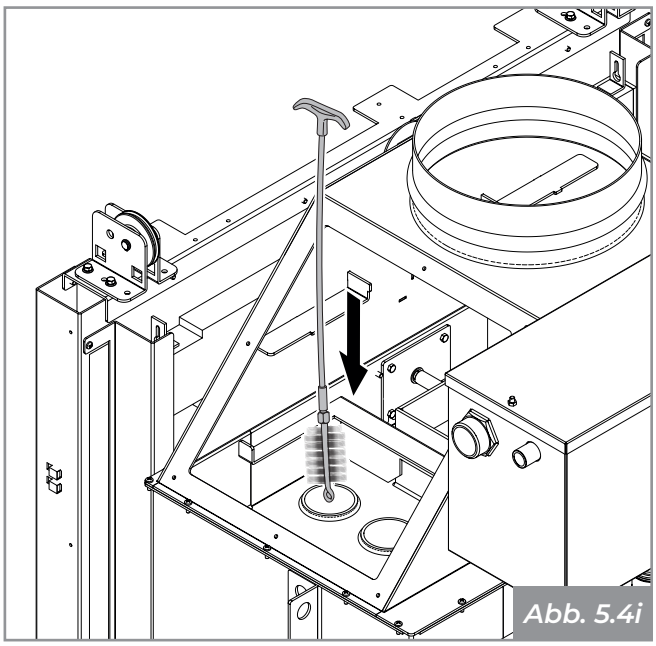

Abb. 5.4i
- Die Tauscherrohre mit der mitgelieferten Bürste reinigen **(Abb. 5.4i)**;